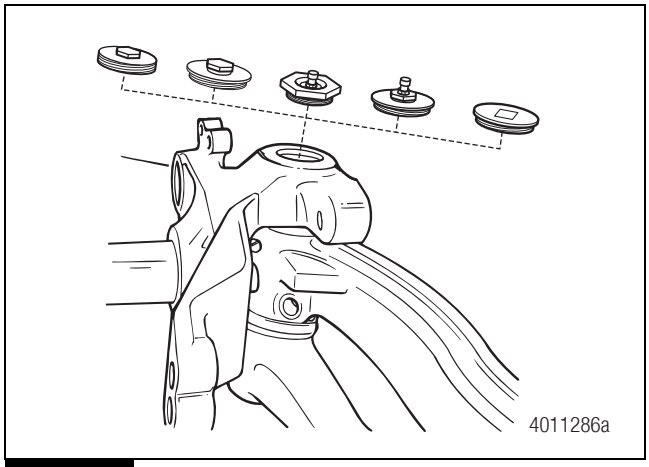

Figure 6.34
3. Tighten the king pin caps to 70-90 lb-ft (95-120 N•m). Figure 6.34.